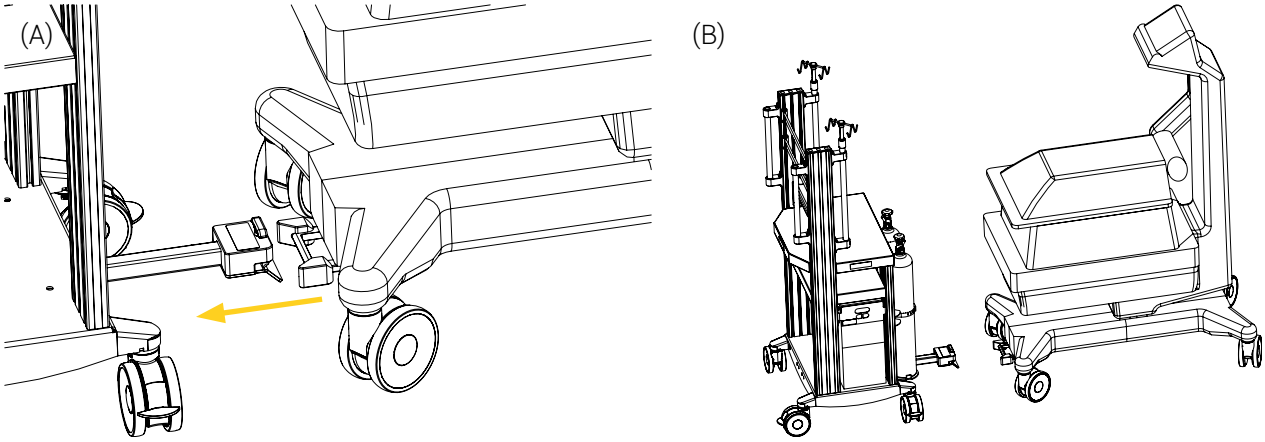

Figure 8 : Retrait du chariot de l'incubateur
3. Pousser le chariot dans le sens opposé de l'incubateur pour retirer le bras du dispositif d'accouplement THS, en retenant simultanément la poignée du mécanisme à déclenchement rapide du bras rabattable (Figure 8).